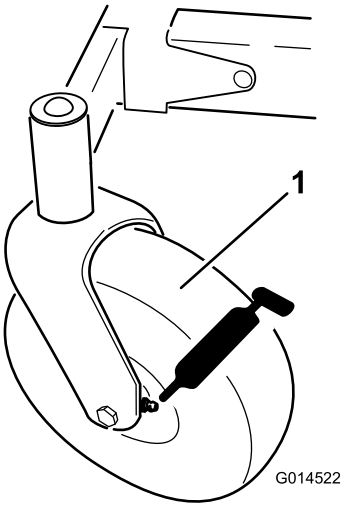
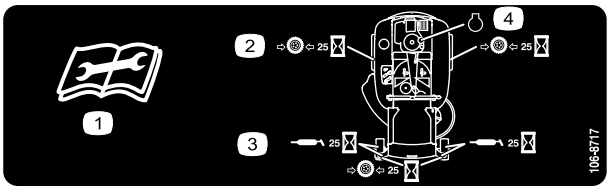

Figur 35
Figur 36
3. Tørk av smøreniplene (Figur 35 og Figur 36) med en fille.
4. Sett en fettsprøyte på anordningen (Figur 35 og Figur 36).